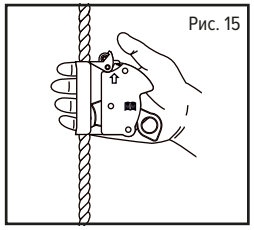

Рис. 15
- Отпустить автоматический предохранитель и главный рычаг (рис. 15).